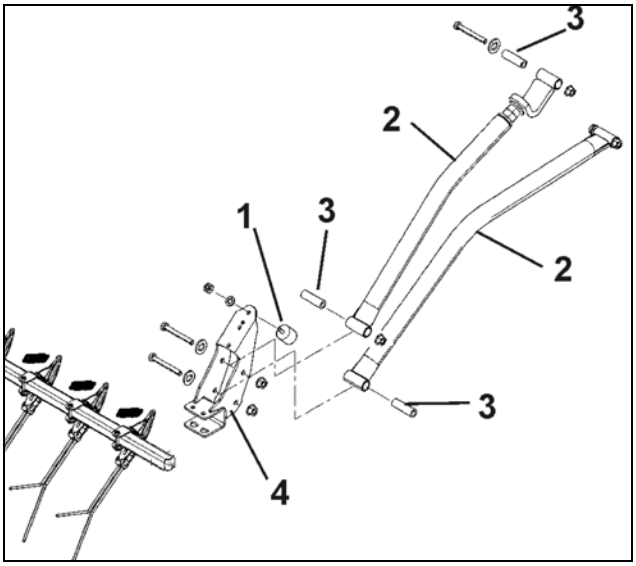
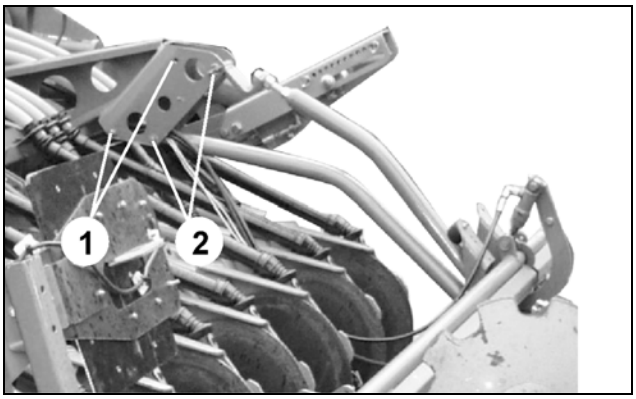

図 36
図 37
- 防振マウント（図 36/1）を固定します。
- 保持チューブ（図 36/2）を軸受スリーブ（図 36/3）で精密ハローのホルダ（図 37/1、2）およびポケット部（図 36/4）にねじ込みます。
- WS または ROTEC-コールタを用いる際には、固定点（図 37/1）を使用します。
- ROTEC+-コールタを用いる際には、固定点（図 37/2）を使用します。